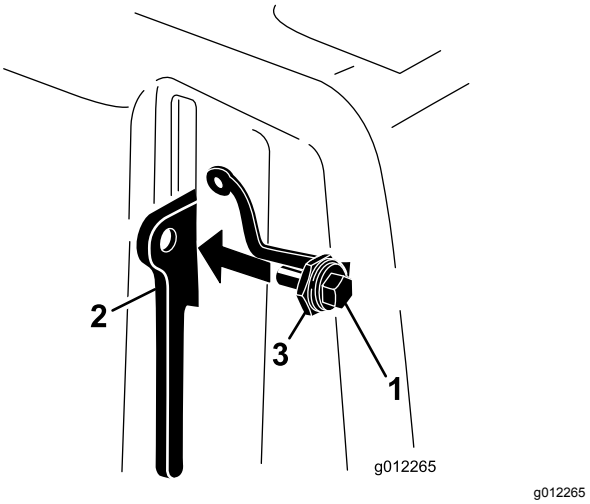

**Figur 10**
3. Skruva i skruven i låsspärren (Figur 10).